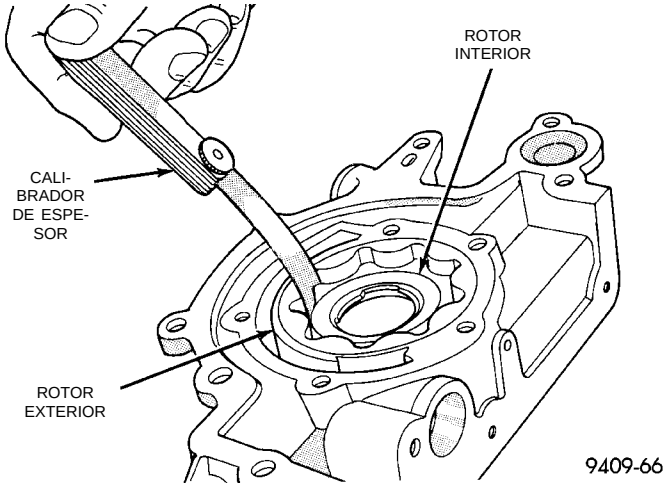

Fig. 105 Medición de la luz entre rotores
(6) Instale el rotor interior en la caja de la bomba. Si la luz entre los rotores interior y exterior (Fig. 105) es de 0,203 mm (0,008 pulgada) o mayor, reemplace los dos rotores.